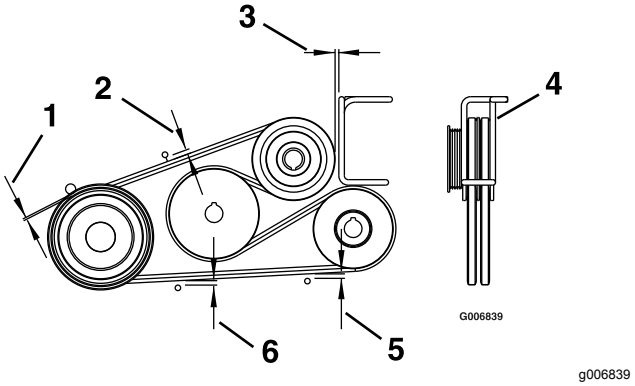

Figure 58
4. Réglez les guides de courroie comme montré à la Figure 58.